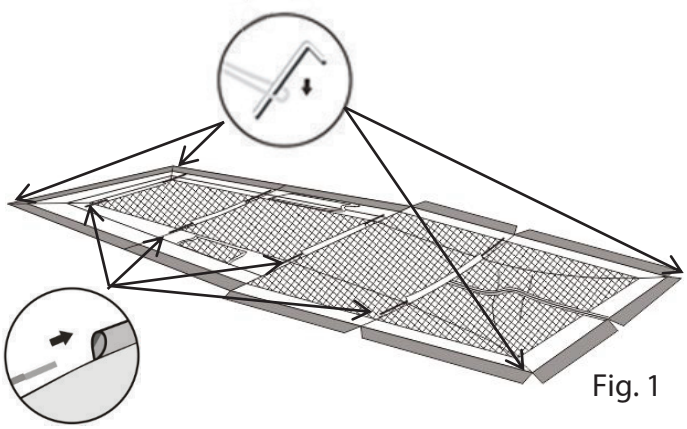

Fig. 1
4. Spread the tent out flat, floor side down. Use the illustration below as guide. Insert stakes into the two stake loop at the end of the opposite end. Hammer the stakes into the ground at a 45 degree angle using a hammer or mallet. Position poles as shown below (as shown in Fig. 1.)